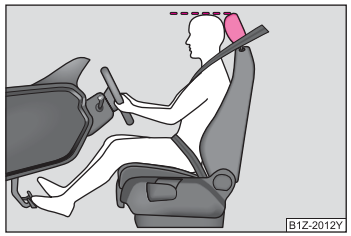

图 101 驾驶员头枕的正确调整
- 调整头枕：使头枕上沿尽可能与头顶在同一高度 ⇒ 图 101。头枕应根据身高进行正确调节，不正确的头枕位置在突发的行驶状况、制动或事故发生时可能会导致严重伤害。
- 调整头枕，使头枕上沿尽可能与头顶在同一高度 ⇒ 第 85 页，图 101。